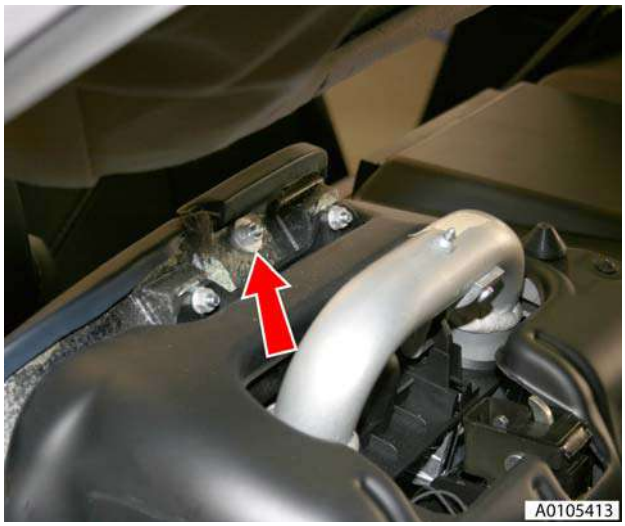

Figure 2
3. Remove nut securing console panel to body side trim (see Figure 2).